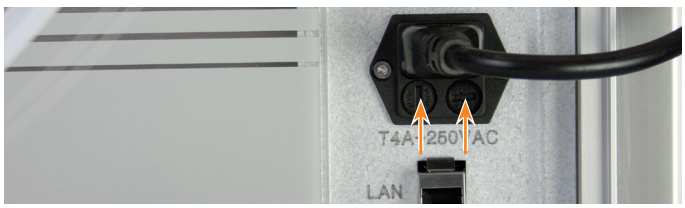

图 81. 电源入口处的保险丝支架。
5. 将系统右侧电源入口处的两个保险丝支架拧下；请参阅图 81。